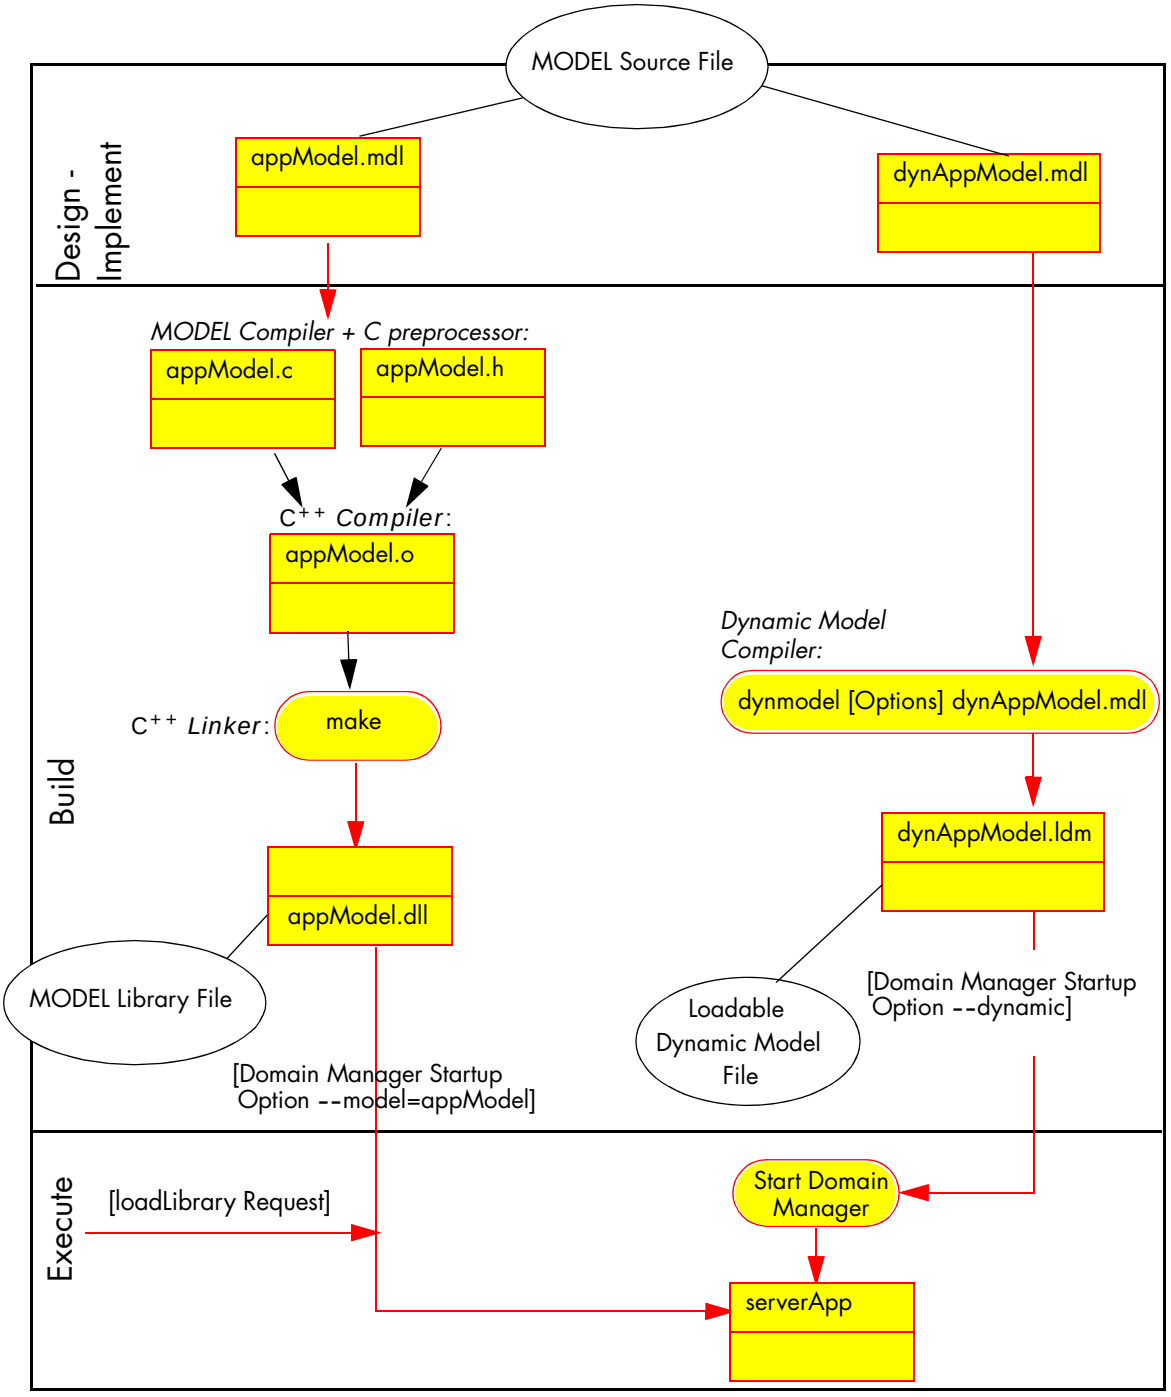

Figure 17 Simplified MODEL and Dynamic Model methodology comparison
Figure 17 on page 123 shows the differences between using MODEL and Dynamic Model.
- There are other files that are produced by the MODEL compiler and by the Dynamic Model compiler. Figure 17 on page 123 is a simplified view to highlight the major differences. A more detailed explanation of the MODEL compiler is available in the *EMC Smarts MODEL Reference Guide*.